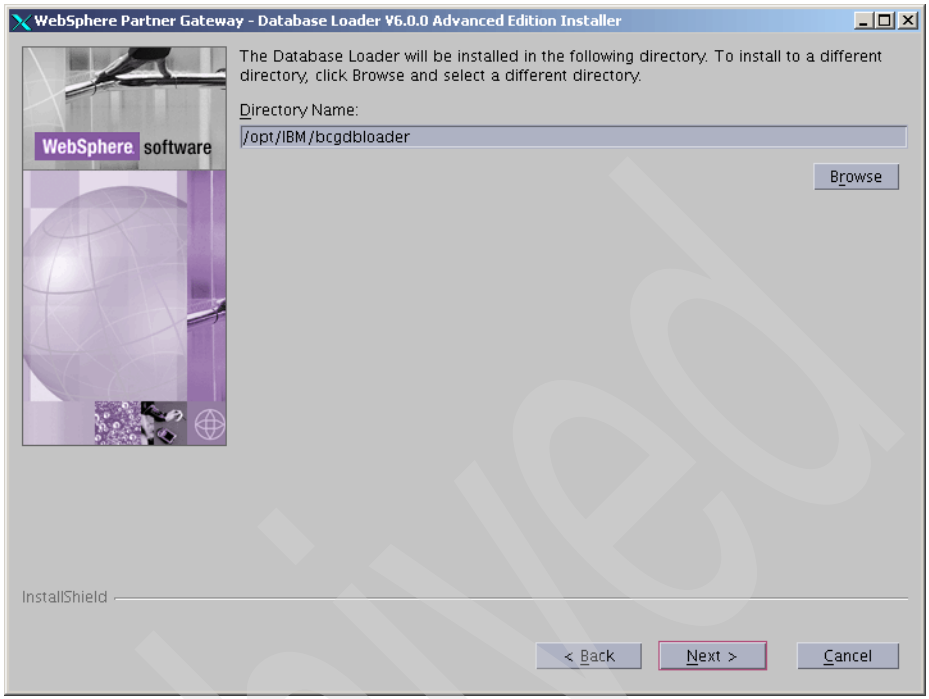

Figure 6-2 Selecting the installation directory of Database Loader
5. Provide an installation directory, for example `/opt/IBM/bcgdbloader`. See Figure 6-2 on page 117. Click **Next**.